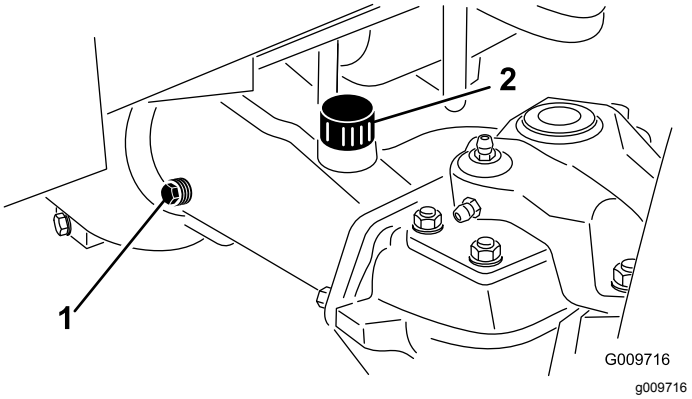

**Figuur 68**
2. Verwijder de controleplug van 1 uiteinde van de as (Figuur 68) en controleer of het smeermiddel tot aan de onderkant van de opening komt.
3. Indien het peil te laag staat, verwijdert u de vulplug (Figuur 68) en vult u voldoende transmissieolie bij totdat het peil de onderkant van de opening van de controleplug bereikt.